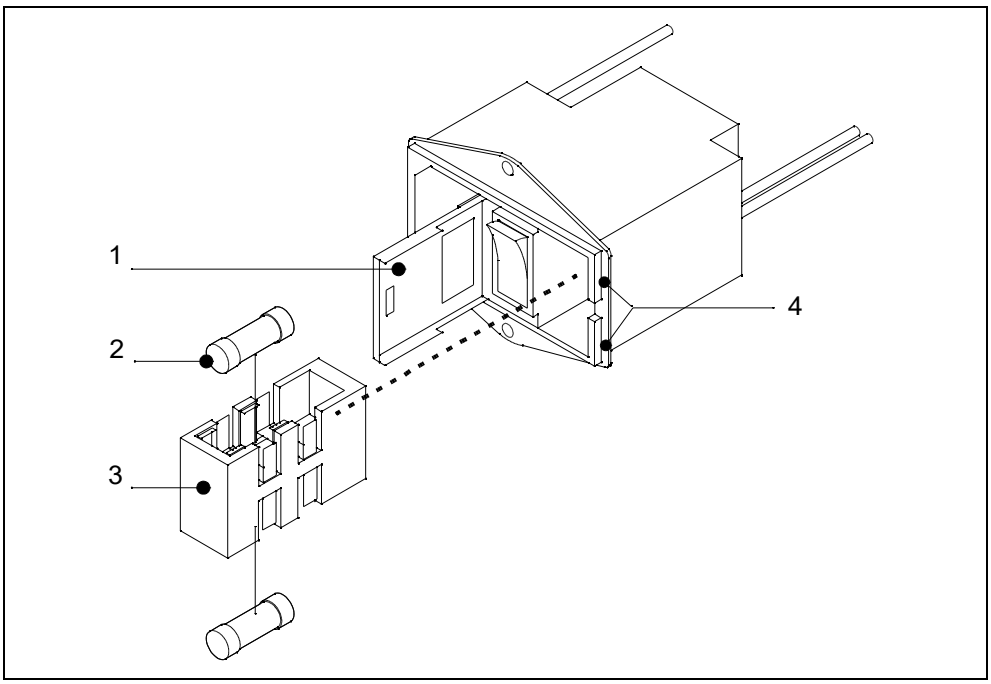

図 7-5 ヒューズの交換
- 電源ヒューズを交換するために、マイナスドライバーを使用してヒューズホルダーのカバーを開けます。このために、マイナスドライバーをそれぞれの溝に挿入し、カバーを開けます。詳細は図 7-5 を参照してください。